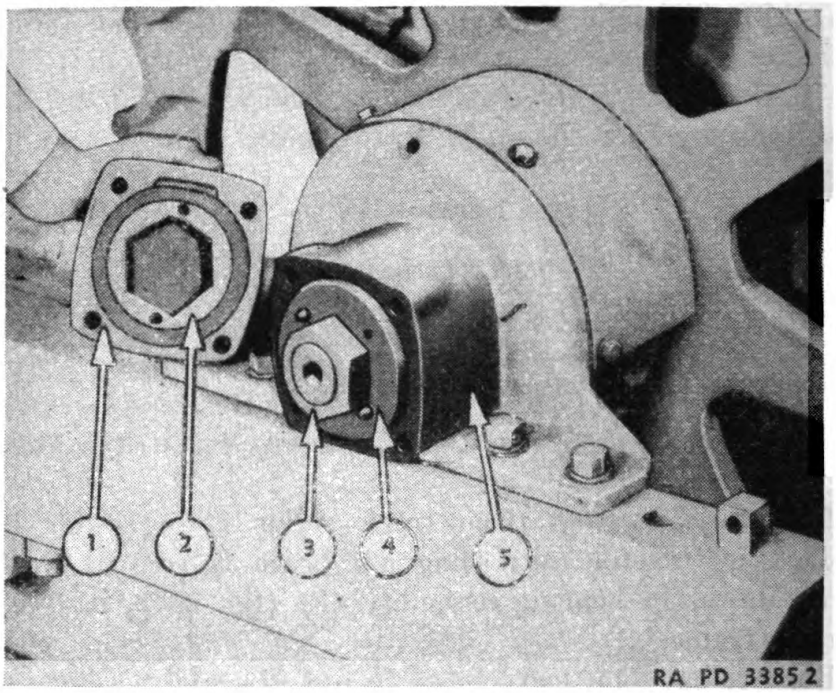
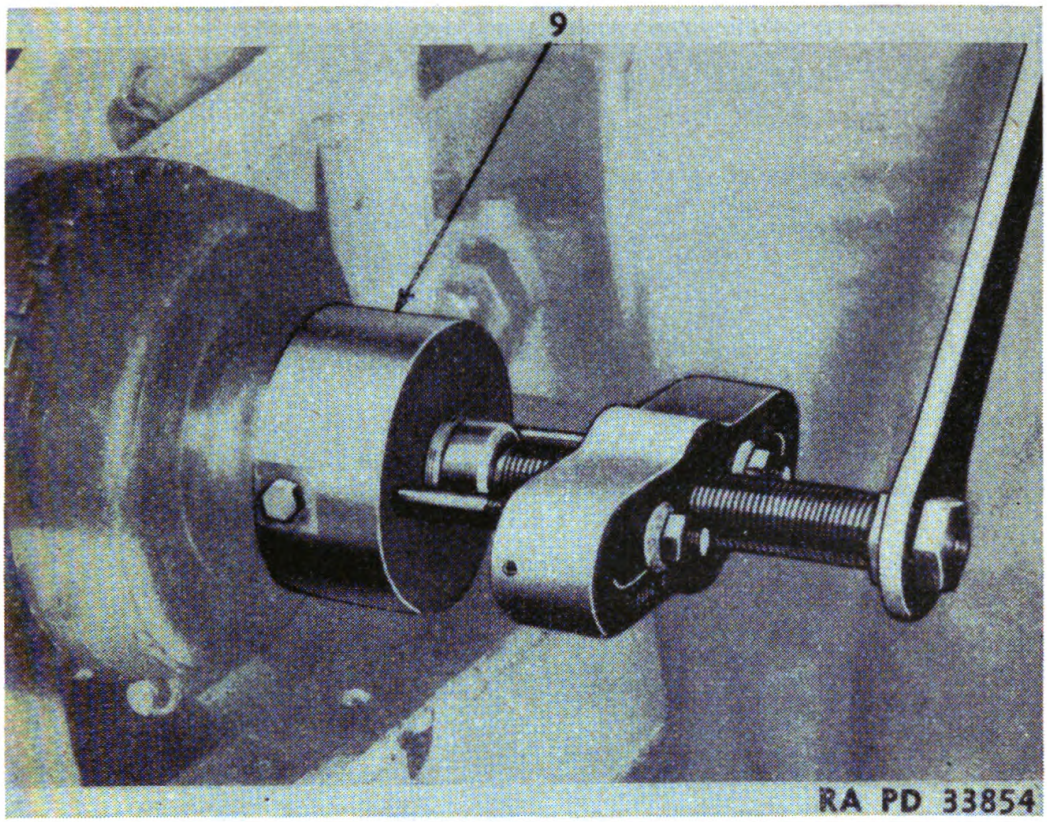
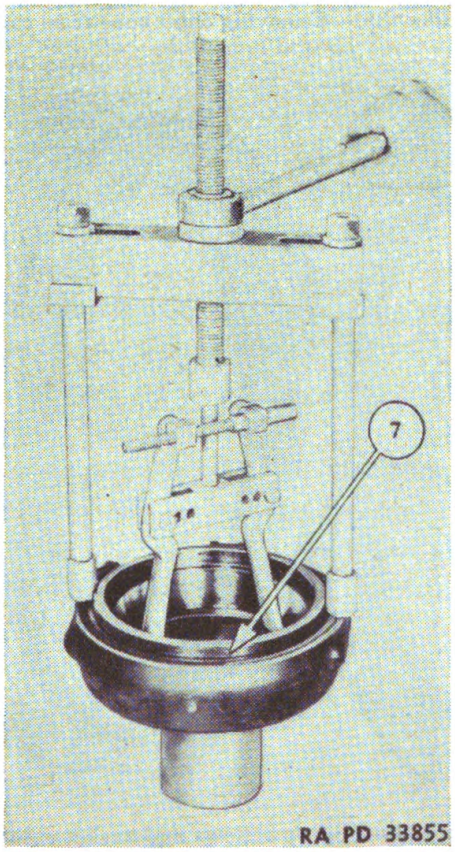
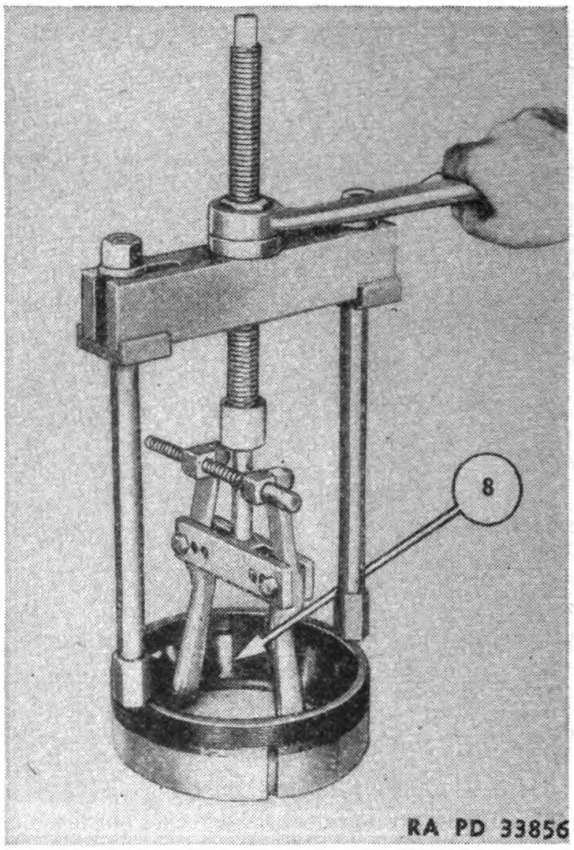

FIGURE 135.—Cap, lock ring, and washer assembly.
FIGURE 137.—Puller arrangement for sprocket hub bearing holder.
FIGURE 138.—Method of cage removal.
FIGURE 139.—Removing outer cone from cage.
(2) Remove capscrews from track roller frame outer bearing.
(3) Jack up tractor until diagonal brace is free of final drive shaft and dowel in bearing assembly (5) (fig. 135), is free of the track roller frame.
(4) Remove cap (1), lock ring (2), nut (3), and washer assembly (4), (fig. 135). Nut (3) is $2\frac{5}{16}$-inch, for which wrench L2075 is available.
(5) The shims (6) fig. (136), behind washer (4) are for alining the track roller frame centrally with the sprocket.
(6) When properly adjusted, the rear roller in the track roller frame will be centered with relation to the sprocket.
(7) Removing shims will allow the roller frame to move toward the center of the tractor; adding shims will move the roller frame out.
(8) If more than .020 inch in feeler gage thickness can be inserted between the bushing in bearing assembly (5) and the hub of bearing cage holder (9) (fig. 137), a new bushing should be used.
b. Bearing cage holder assembly.—Use the puller arrangement for sprocket hub bearing holder (9).
c. Bearing cage.—(1) Unscrew final drive adjusting nut from cage holder. Pull cage (7) (fig. 138) from the holder using the CAT8B7548 and CAT8B7554 pullers as shown. The same combination will pull outer cone (8) (fig. 139) from the cage.